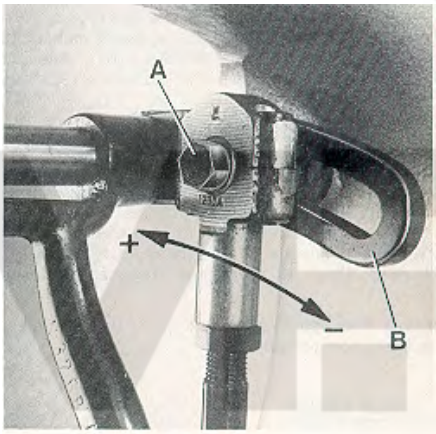

Fig.23
For matching the upper feed dog travel with the lower feed dog travel loosen screw (A, Fig. 23). Moving the ball link in the slot of rocker lever (B) to the front decreases the upper feed dog travel, moving it to the rear increases the travel. Retighten screw (A).
Zum Angleichen des Obertransportwegs an den Weg des unteren Transporteurs lösen Sie die Schraube (A, Fig. 23). Verschieben des Kugelgelenks im Kulissenhebel (B) nach vorne verkleinert den Transportweg, Verschieben nach hinten vergrößert ihn. Ziehen Sie die Schraube (A) wieder an.